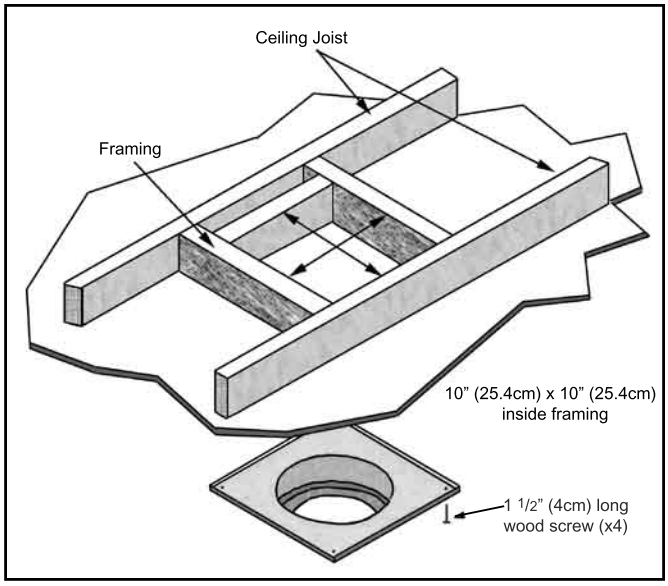
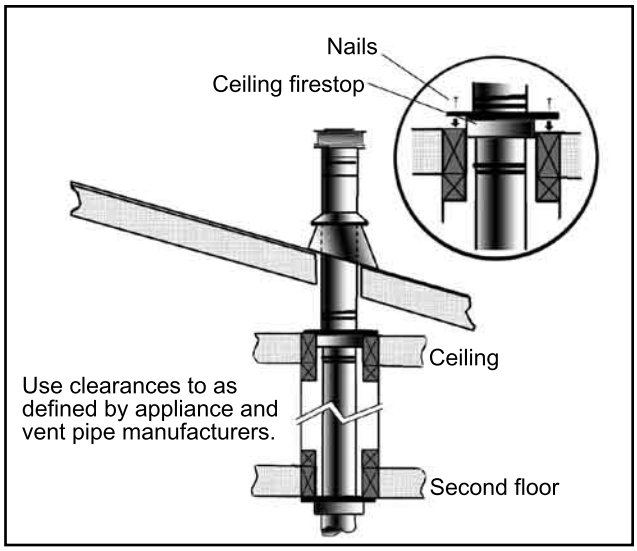

Figure 11: Wall Framing for 10" (25.4 cm) x 10" (25.4 cm) Hole for Vertical Installation.
Figure 15: Multi-Story Vent Pipe Installation.
STEP 3. To install the Round Support Box/Wall Thimble in a flat ceiling, cut a 10" square hole in the ceiling, centered in the hole drilled in Step 2. Frame the hole as shown in Figure 11.
(1) For multi story installations. A ceiling firestop is required at the second floor, and any subsequent floors (see Figure 15). The opening should be framed to 10" (25.4 cm) x 10" (25.4 cm) inside dimensions, in the same manner as shown in Figure 11.
(2) Any occupied areas above the first floor, including closets and storage spaces, which the vertical vent passes through, must be enclosed. The enclosure may be framed and sheetrocked with standard building materials. However consult the appliance manufactures installation instructions for the minimum allowable clearance between the outside of the vent pipe, and the combustible surfaces of the enclosure. Do not fill any required air spaces with insulation.